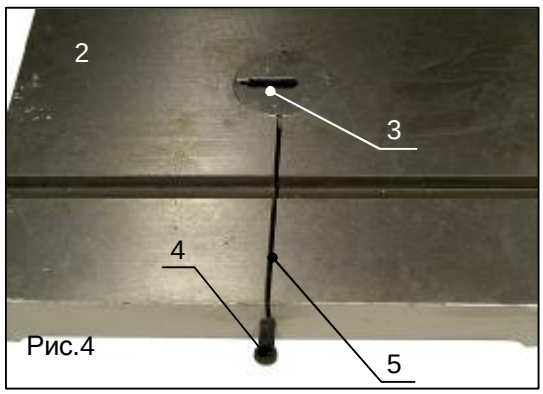

Рис.4
2. Удалите вкладку (поз.3, рис.4) в центе стола (поз.2, рис.4) и шплинт (поз.4, рис.4).
3. Вставьте лезвие в паз (поз.5, рис.4) стола.